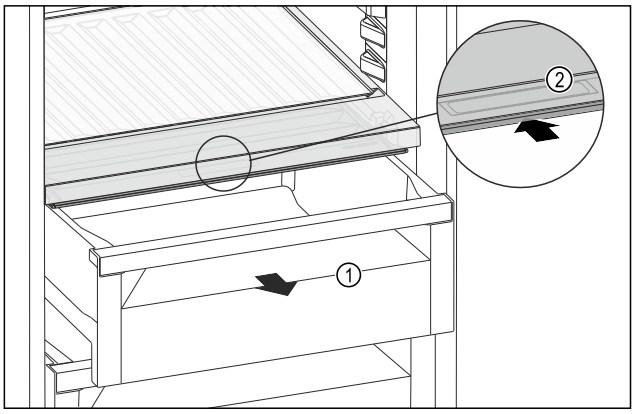

Fig. 214
▶ Pull out the drawer *Fig. 214 (1)*.
▶ Grasp the recessed grip *Fig. 214 (2)* on the compartment lid and push the compartment lid backwards at the same time.